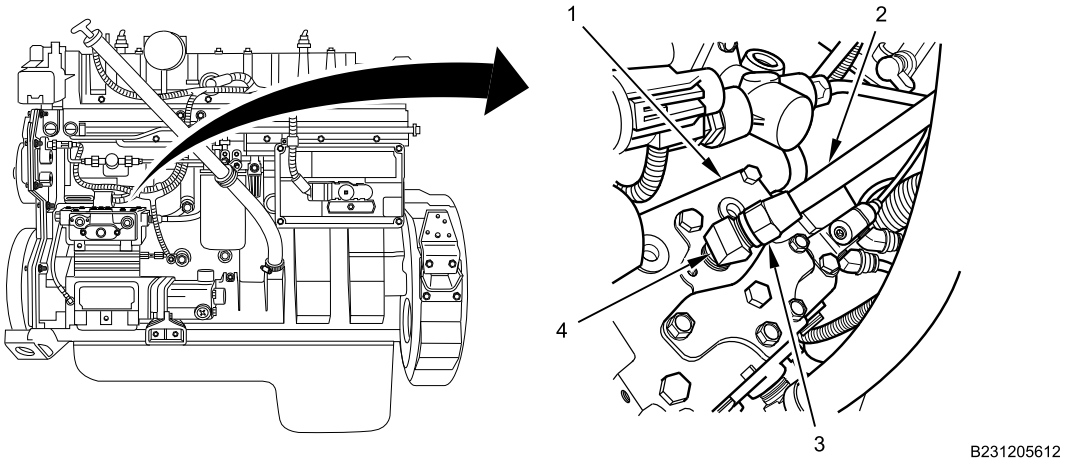

Figure 1. Air Compressor Connection.
1. Remove compression nut (Figure 1, Item 3) and air compressor delivery air line pipe (Figure 1, Item 2) from angle fitting (Figure 1, Item 4).
2. Remove angle fitting (Figure 1, Item 4) from air compressor (Figure 1, Item 1).